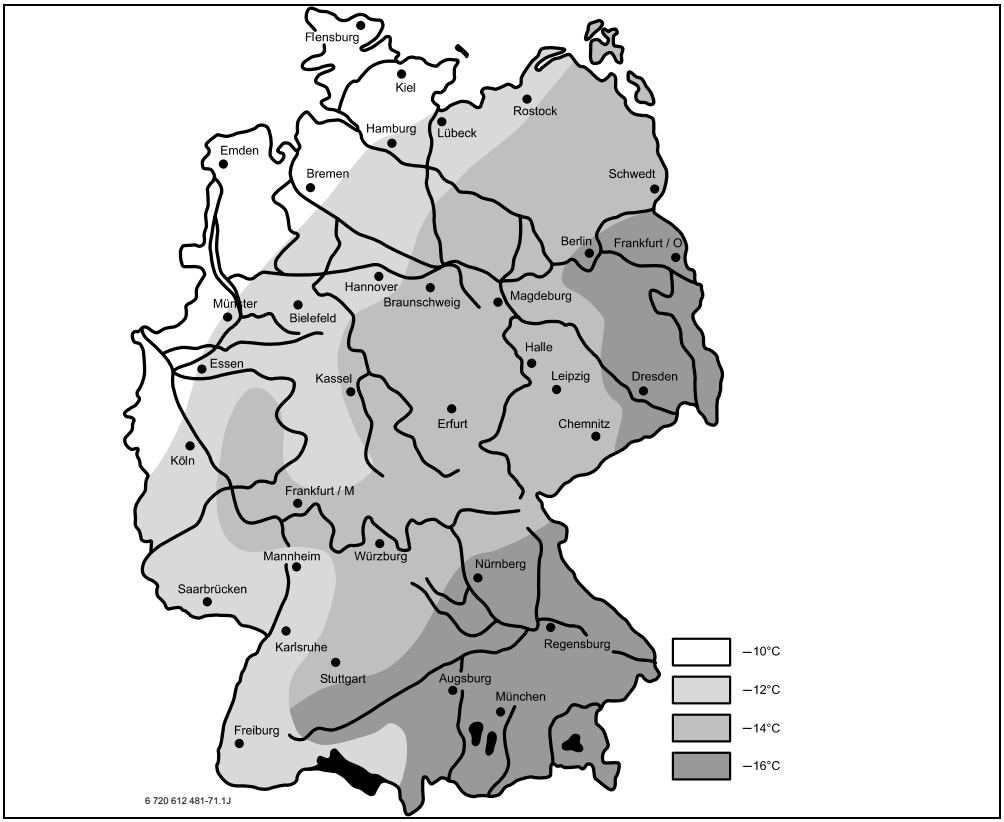

Bild 23 Minimale Außentemperatur für Deutschland
- Minimale Außentemperatur für den Auslegungsfall der Heizung einstellen (Richtwerte Bild 23 und Tabelle 3).